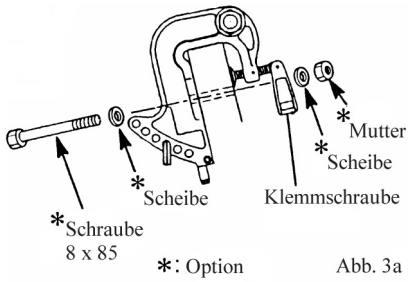

Abb. 3a
(3) Motorbefestigung
- Um den Motor am Boot zu befestigen, ziehen Sie die Klemmschrauben durch Drehen der Griffe an und montieren Sie die Schraubverbindung der Spiegelhalterung. (Abb. 3a)